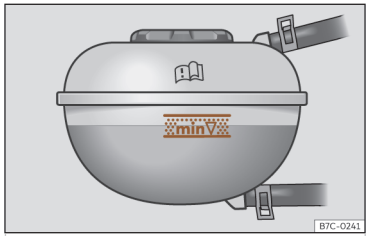

Abb. 217 Im Frontraum: Markierung am Kühlmittelausgleichsbehälter.
- Überprüfen Sie bei kaltem Motor den Kühlmittelstand an den seitlichen Markierungen des Ausgleichsbehälters >>> (Abb. 217). Der Kühlmittelstand muss zwischen den Markierungen liegen.
- Der Kühlmittelstand muss sich zwischen den Markierungen des Ausgleichsbehälters befinden >>> (Abb. 217). **Nicht über die Oberkante des markierten Bereichs auffüllen** >>> ⚠.
- **Das Kühlmittel darf beim Auffüllen die Oberkante des markierten Bereichs nicht überschreiten ››› (Abb. 217). Andernfalls kann überschüssige Flüssigkeit bei steigender Temperatur aus dem Motorkühlsystem ausgestoßen werden und Schäden verursachen.**